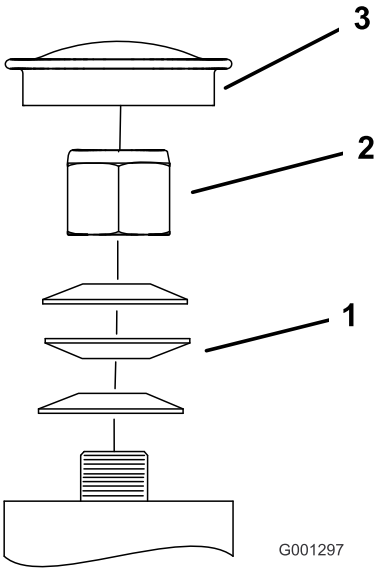

Figur 63
3. Ta av dammkåpan från hjulet och dra åt låsmuttern (Figur 63).
4. Dra åt låsmuttern tills fjäderbrickorna är plana och släpp sedan efter 1/4 varv för att få rätt förbelastning på lagren (Figur 63).
Viktigt: Kontrollera att fjäderbrickorna har monterats korrekt enligt Figur 63.
5. Montera dammkåpan (Figur 63).